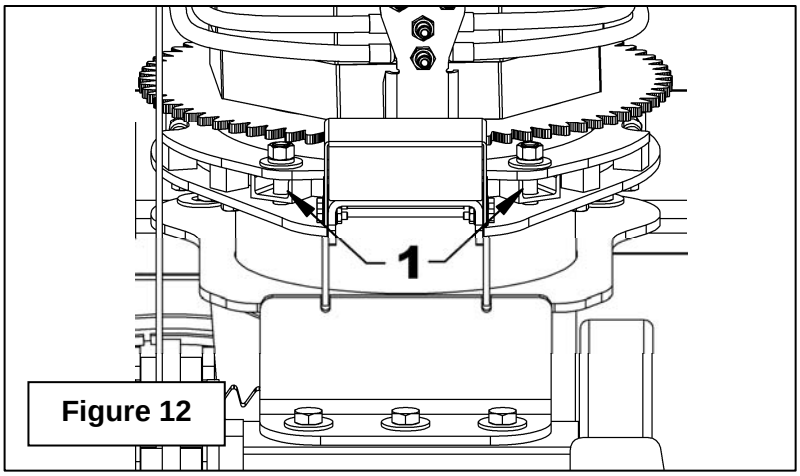

Figure 12
4. **Figure 12:** Attach the retaining plate with a 5/8"NC x 2 3/4" (item 1) and the 5/8" serrated flange nut previously removed.